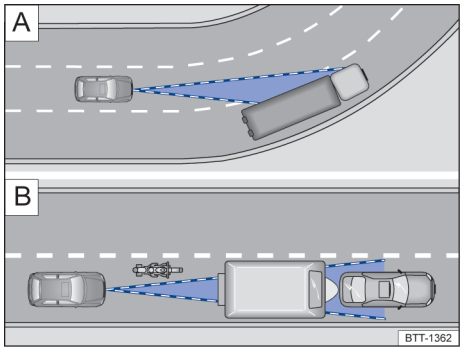

图 91 A 转弯行驶；B 车辆在雷达传感器的探测范围之外
雷达传感器总是进行直线探测。因此可能会突然识别到急转弯中的车辆或无法识别到前方车辆 →图 91 A。
– 车辆在传感器范围以外且在本车附近的区域行驶，例如：摩托车 →图 91 B。